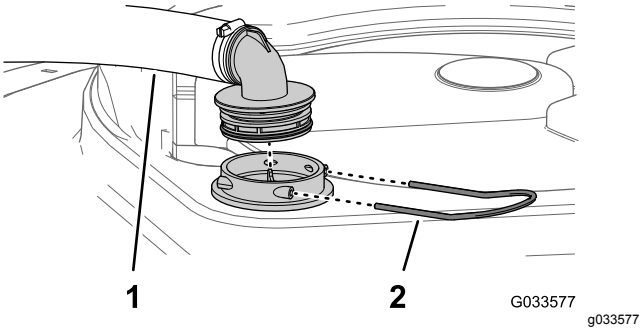

Figuur 13
2. Verwijder bovenaan de spuittank de borgclip waarmee de slangfitting bevestigd is aan de grote slang van de behuizing van de zuigkorf (Figuur 13).
3. Verwijder de slang en de slangfitting van de behuizing van de zuigkorf (Figuur 13).